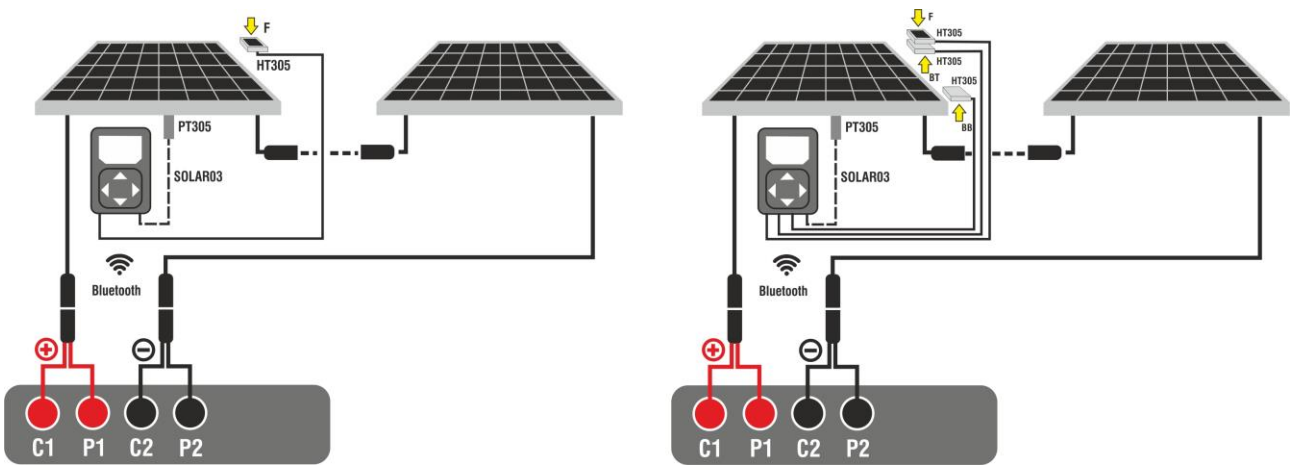

Fig. 34: Connection with remote unit SOLAR03 on Monofacial and Bifacial modules
3. Connect the instrument and the SOLAR03 remote unit to the module/string being tested as shown in Fig. 34. In detail:
- **In case of Bifacial modules→,** position the **three HT305 reference cells** on the front surface of module **(F)**, on the top back section(**BT**=**B**ack**T**op) and on the bottom back section (**BB**=**B**ack**B**ottom) of the module. Connect the front reference cell (F) to input "**INP1**", BT reference cell to input "**INP2**", BB reference cell to input "**INP3**" and **possibly** the temperature probe **PT305** to input "**INP4**" of the remote unit.
7. Bring the remote unit near the modules and connect the irradiance/temperature probes as shown in Fig. 34. **Since recording has already been activated on remote unit SOLAR03, it is not strictly necessary to maintain the Bluetooth connection anymore.** Maintaining the connection will only allow to immediately obtain the outcome of the test without waiting for the measuring campaign to be completed.